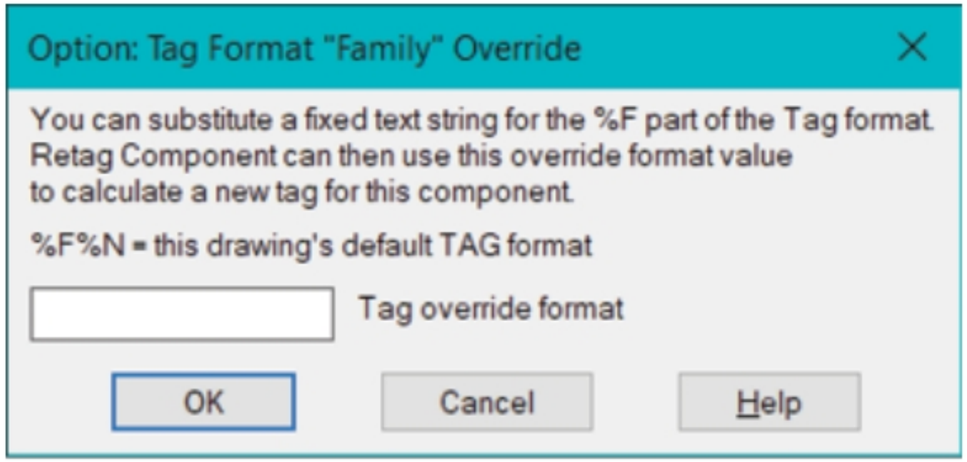

Figure-14. Option dialog box
- Click on the **Options** button from the **Component Tag** area to override naming of the component tags. The **Option** dialog box will be displayed; refer to Figure-14. Specify desired Tag format code like %N for numbers, %F for family code, and so on. Scan the QR code given next to check more tag code definitions. After specifying override codes, click on the **OK** button.